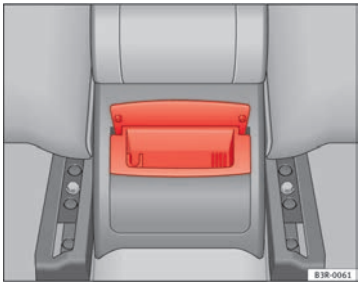

Fig. 134 Rear ashtray ▶
– Take hold of the lid ⇒ fig. 134 and lift out the ashtray.